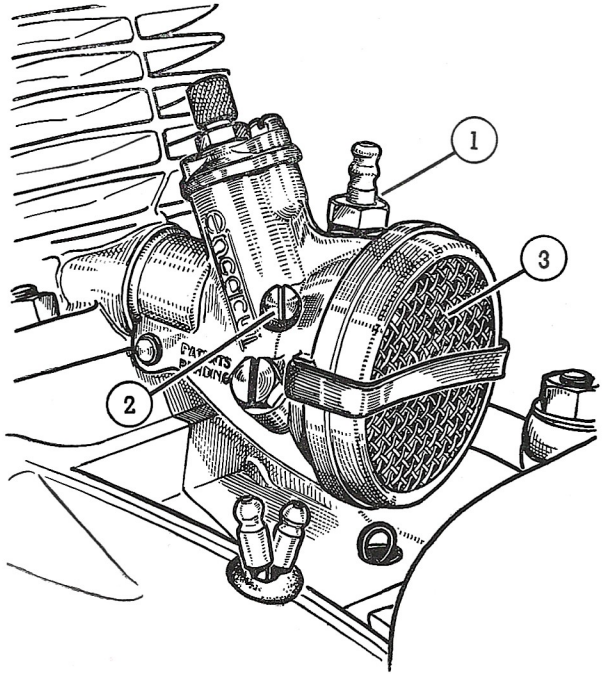

Fig. 11.
b) **Carburateur :** Vóór de toevoer van de carburateur bevindt zich een benzinefilter, dat iedere 2.000 km gereinigd moet worden. Het is voldoende, om het vrij te maken, om de nippel van de benzinetoevoer op de vlotterkamer los te schroeven (afb. 11, n^{r} 1).
Afstelling stationnair draaien : draai naar behoefte de aanslagschroef voor de nullast, die de afsluiting van de gasschuif begrenst, los of vast. Deze schroef is bereikbaar aan de linker zijde van de bromfiets (afb. 11, n^{r} 2).